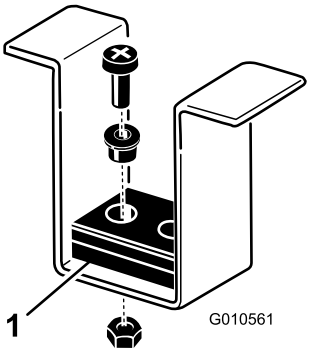

Figuur 10
8. Controleer of de maaihoogtepennen aan de voorzijde goed op de framekussens rusten (Figuur 10). Als de pennen niet goed op de kussens rusten, plaats dan een opvulstuk onder het kussen voor de juiste uitlijning.